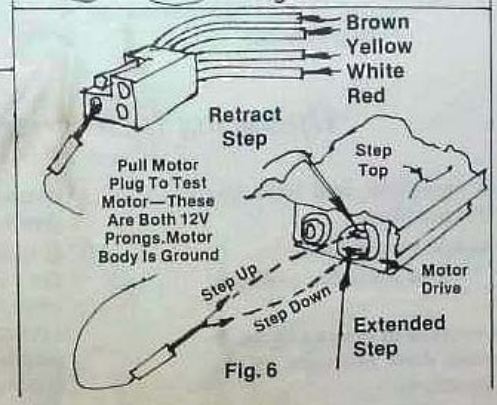

Fig. 6
6. To check motor (a) be sure hands are clear of step mechanism before proceeding. (b) be sure motor has a good ground connection to coach chassis. (c) Jump white wire to motor terminal closest to step top, step should retract (d) jump white wire to motor terminal farthest from step, top, step should extend. (Fig. 6)